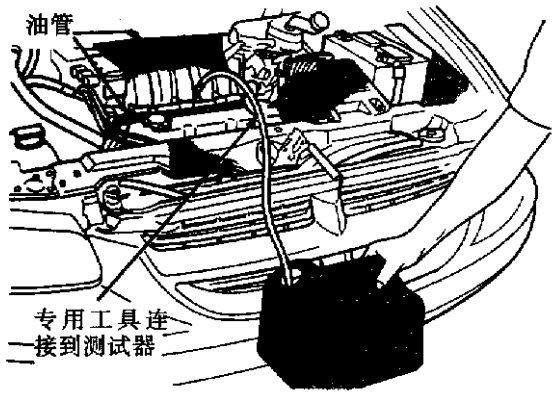

图4-12　释放燃油压力
(4)将末端开启的燃油压力释放软管(工具号C-4799-1)置于一个储油器里。将软管C-4799-1的另一端接到燃油压力测试口处(图4-12)，汽油就通过该管流入储油器里。燃油表C-4799-B包括软管C-4799-1。